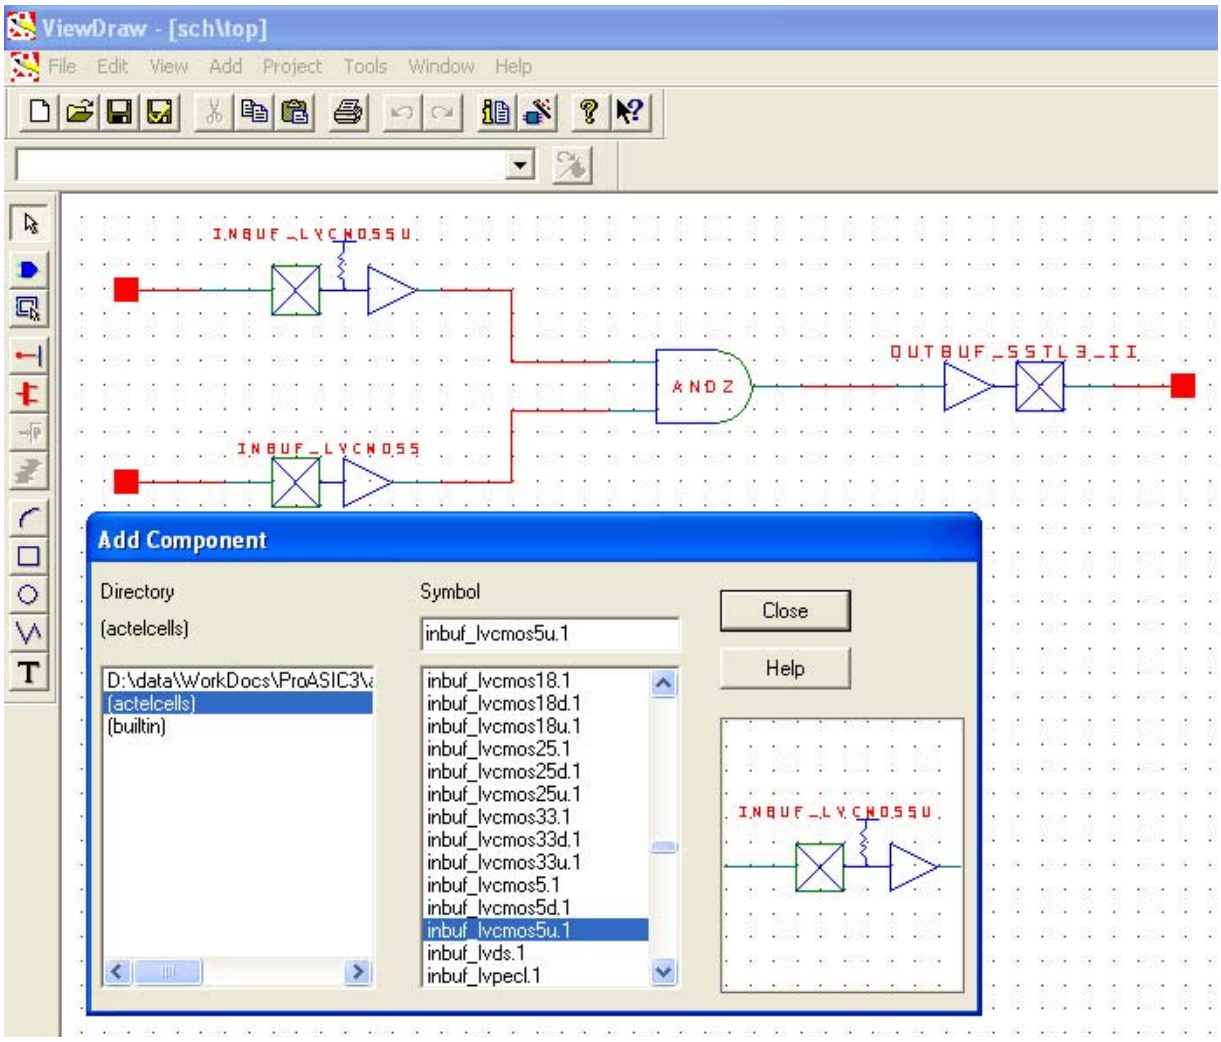

Figure 8-6 • **I/O Buffer Schematic Cell Usage**
6. Enter a name for the macro. Click **OK**. The core will be generated and saved to the appropriate location within the project files (Figure 8-6 on page 8-7).
Libero IDE includes the ViewDraw schematic entry tool. Using ViewDraw, the user can insert any supported I/O buffer cell in the top-level schematic. Figure 8-6 shows a top-level schematic with different I/O buffer cells. When synthesized, the netlist will contain the same I/O macro.